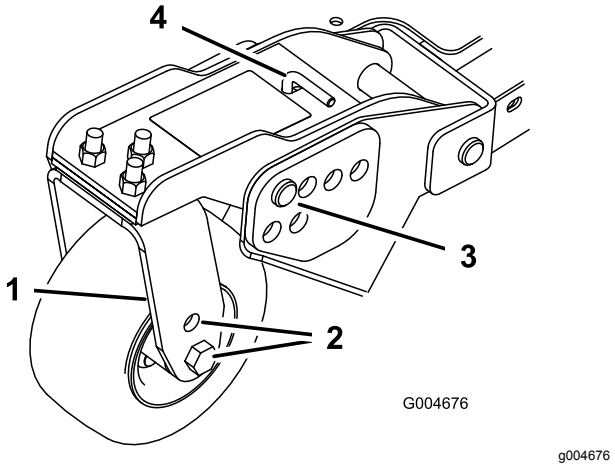
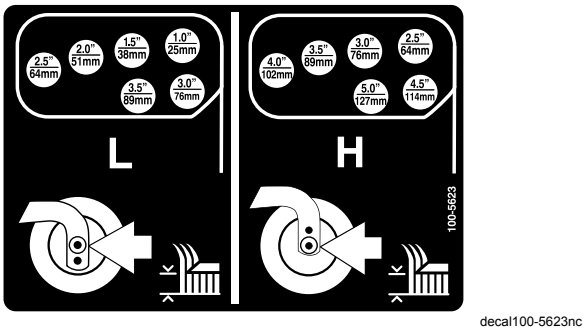

**Figuur 22**
**Figuur 23**
1. Plaats de assen van de zwenkwielen in dezelfde openingen in alle zwenkwielvorken (Figuur 20 en Figuur 22).
6. Verwijder de R-pennen en de gaffelpennen uit de zwenkwieldraaiarmen (Figuur 22).
7. Draai de spanstang om de draaiarm hoger of lager te zetten totdat de openingen zich recht voor de gewenste openingen in de maaihoogtebeugel van het maaidekframe bevinden (Figuur 22 en Figuur 23).